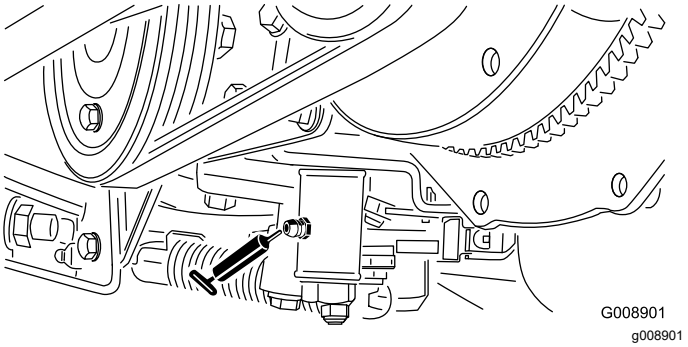

Figur 63
- Justeringsmekanism för neutralläge (Figur 63)